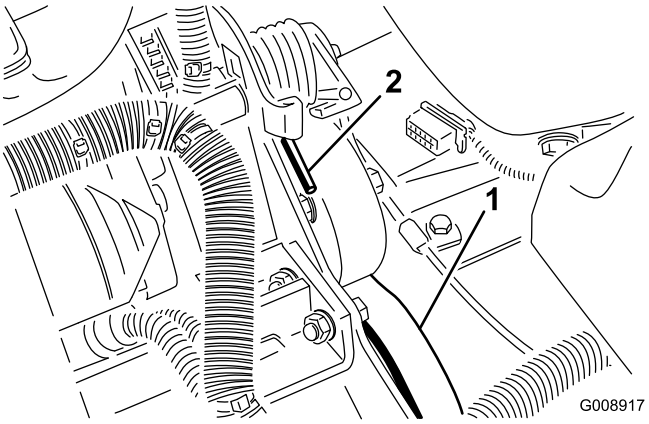

Figur 54
2. Tryk ned og fremad på fjederenden (Figur 54) for at løsne den fra konsollen og løsne spændingen på fjederen.